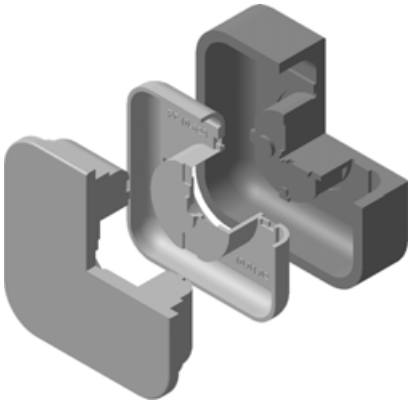

Рис. 8.121
- Выполните разнесение компонентов (рис. 8.121). Затем отключите режим разнесения компонентов, удалите в дереве построения элемент **Сечение по эскизу:1** и сохраните сборку на диске.